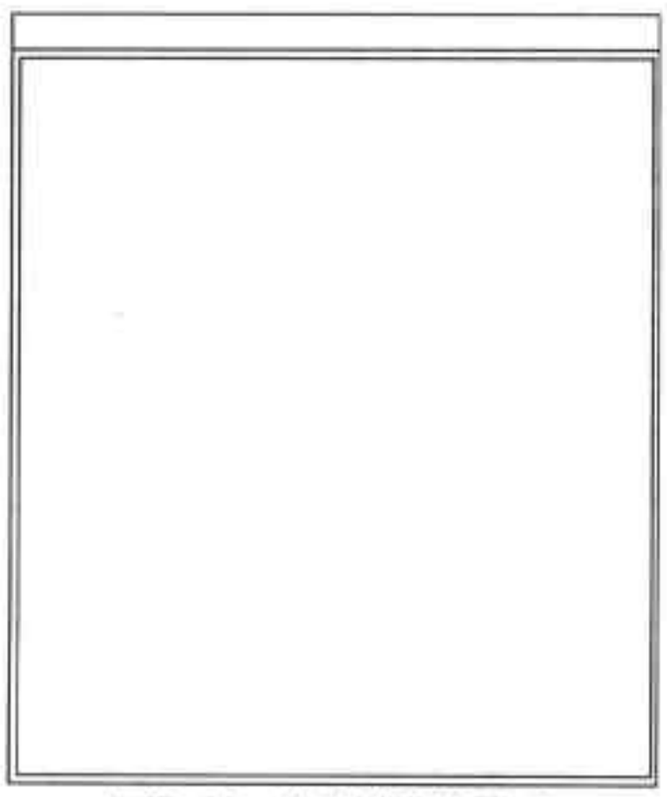

图7-69 绘制床靠背图形
Step03 执行“矩形”命令，绘制一个长1500、宽100的长方形，作为床靠背图形，如图7-69所示。